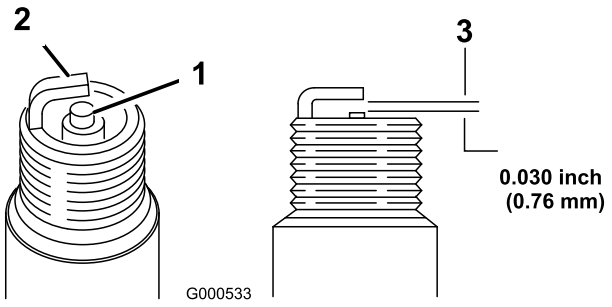

Figura 29
5. Regolate la distanza tra gli elettrodi della candela a 0,76 mm (Figura 29).